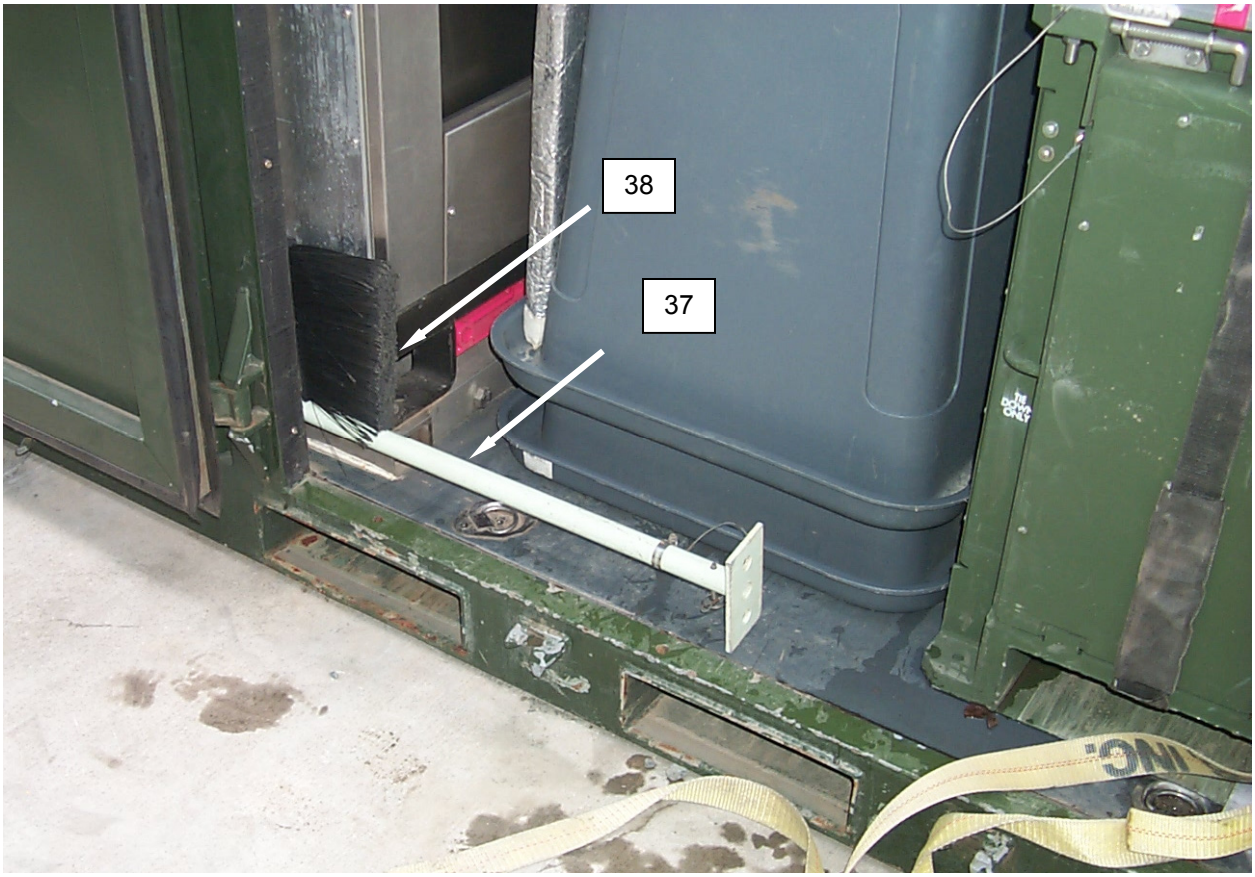

Figure 31. CBL Full Packout.
53. Place the TEMPER distribution box stand **(Figure 31, Item 37)** and the broom **(Figure 31, Item 38)** in the space between the washer and the container wall.